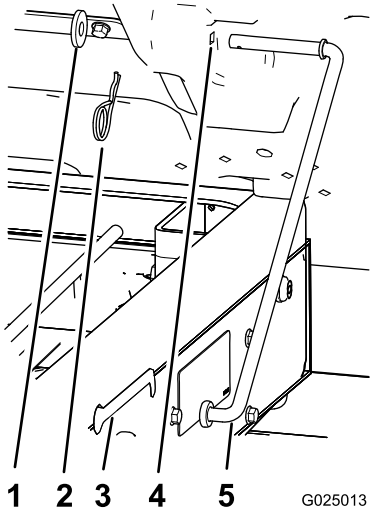

Figur 12
1. Afmonter låseclipsen og spændeskiven, der fastgør støttepinden til bunden af ladet (Figur 12).
2. Skub støttepinden fremad for at fjerne den fra beslaget på stellet (Figur 12).